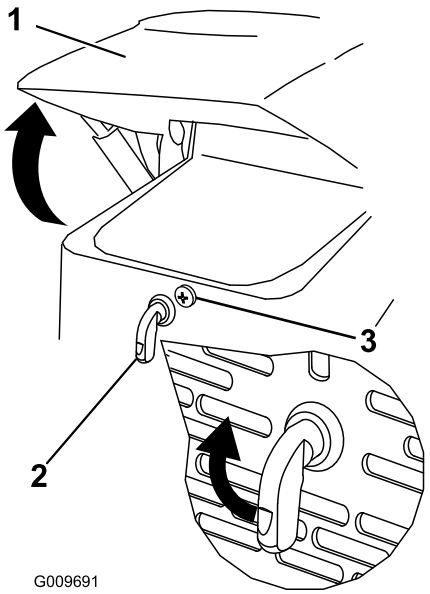

**Figuur 22**
1. Draai de vergrendelschroef van de motorkap los (Figuur 22)
2. Draai de motorhendel rechtsom (Figuur 22).
3. Klap de motorkap omhoog (Figuur 22).
3. Draai de vergrendelschroef vast om de hendel te vergrendelen (Figuur 22).